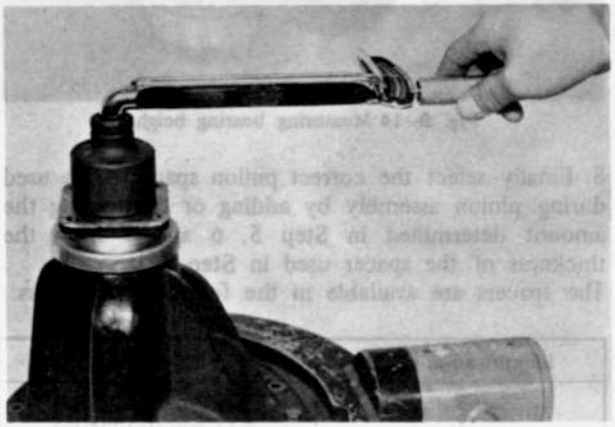

Fig. 9–16 Checking pinion bearing preload
6. Tighten the pinion nut to **20 m-kg (145 ft-lb)** and check the preload as shown in Fig. 9–16.